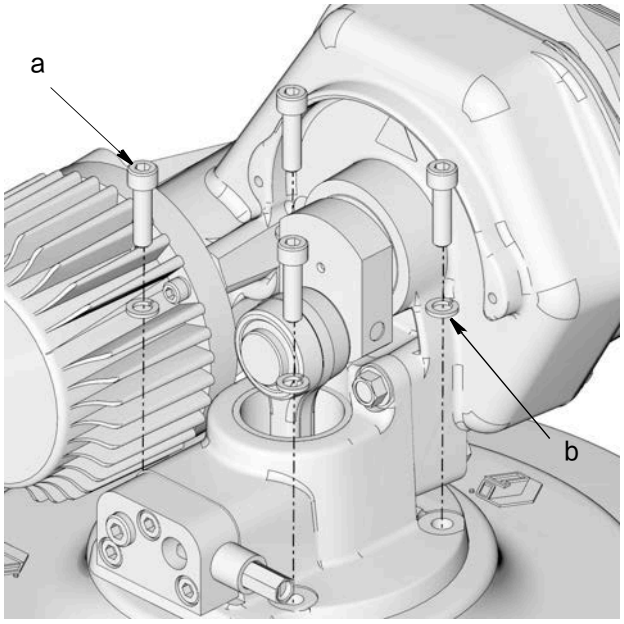

图 20
6. 拆下固定 Dyna-Star 泵到盖子上的螺丝 (a) 和垫圈 (b)，从盖子上拆下泵 （ 图 20 ）。将泵放在工作台或桌子上，上面用罩布保护住。